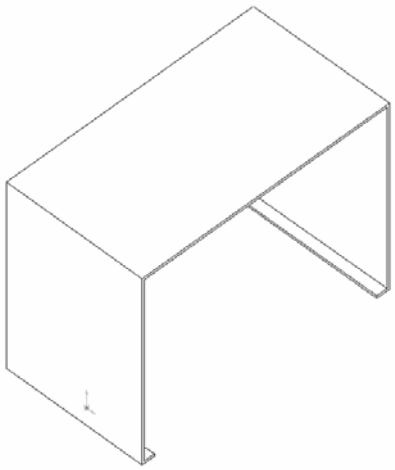

Рисунок 6.2 - Тонкостенный элемент, вытянутый из открытого эскиза
8. Нажмите *ОК.* Полученная деталь приведена на рис. 6.2.